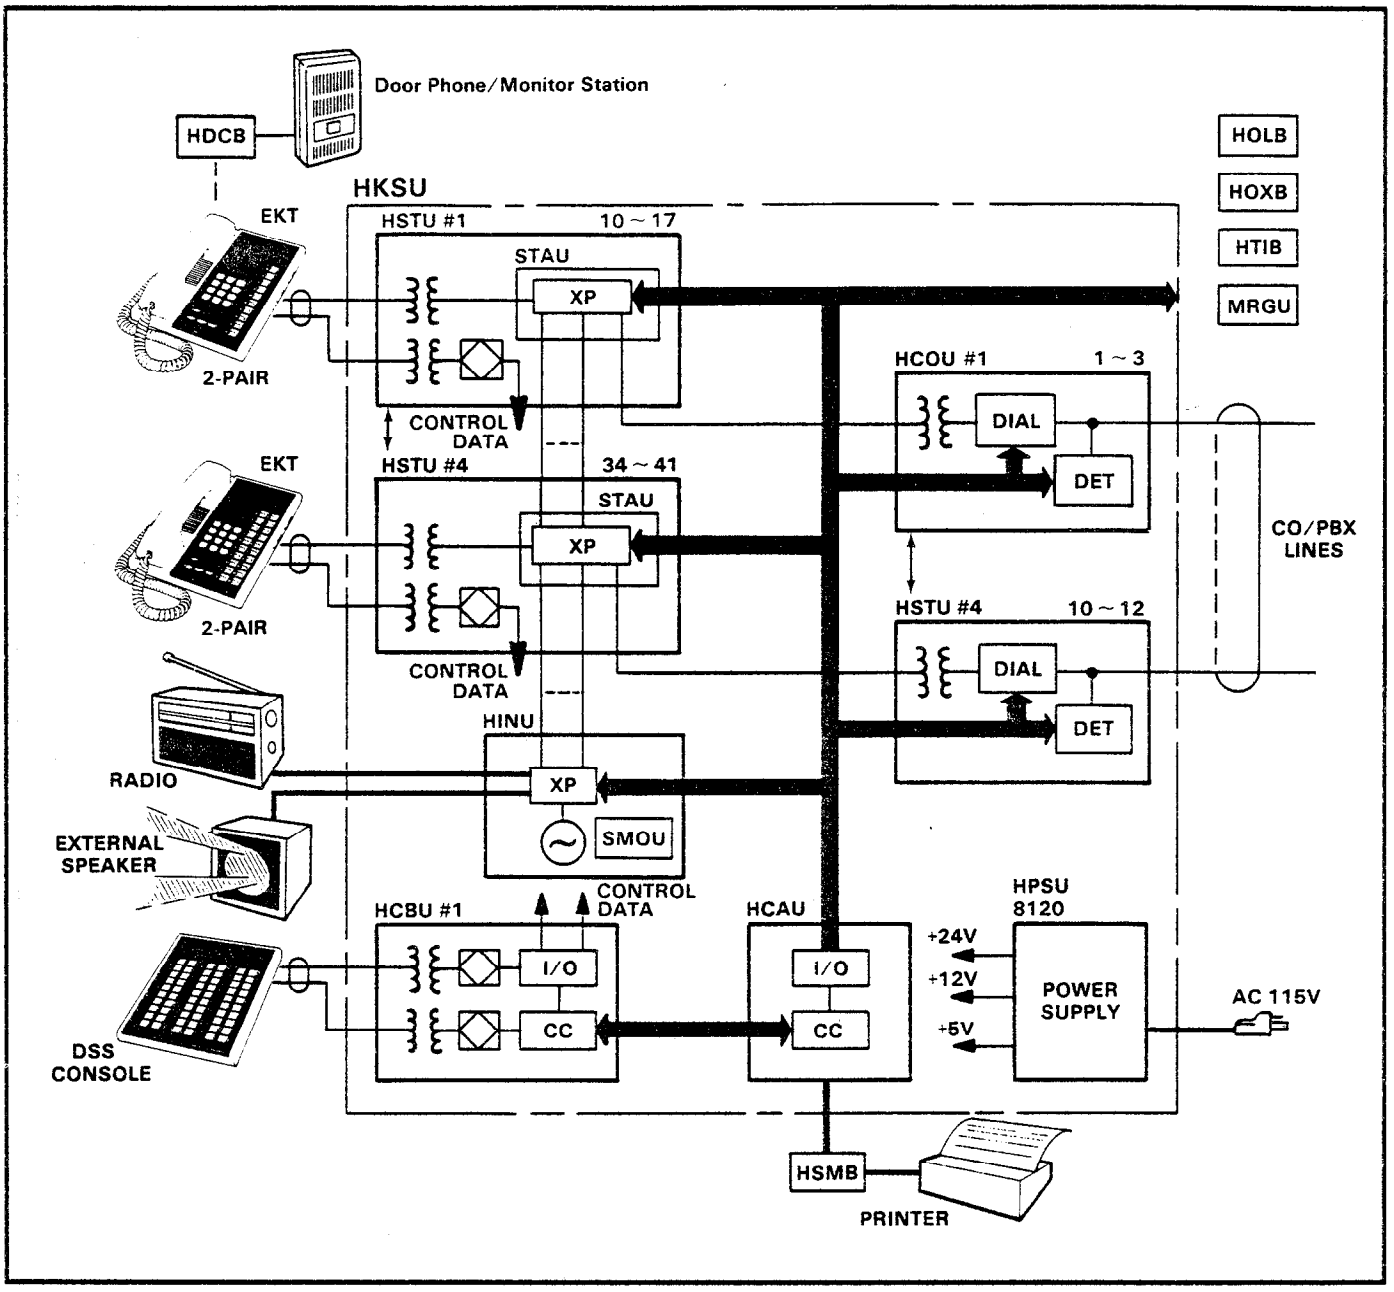

FIGURE 11 — *Strata XII$_e$* FUNCTIONAL BLOCK DIAGRAM
05.02 Functional block diagrams of the systems are shown in Figures 11 (***Strata XIIe***) and 12 (***Strata XXe***). The systems, which are nearly identical, consist of: station interfaces, including the solid-state switching matrix (HSTU/STAU); CO/PBX line interface (HCOU); HOLB/HTIB interface (HPLU); intercom, paging and miscellaneous circuits (HINU); common control processor and memory with SMDR interface (HCAU/CAAU); and the station control and DSS interface (HCBU). ***Strata XXe*** uses two HCBUs if more than 32 stations or any BLF DSS consoles are desired. ***Strata XIIe*** uses only one HCBU. The following option modules are also available: HOXB for the off-premise extensions (OPX); HOLB for the off-premise line (OPL) interface; HSMB for the SMDR interface; and HTIB for the TIE line interface.